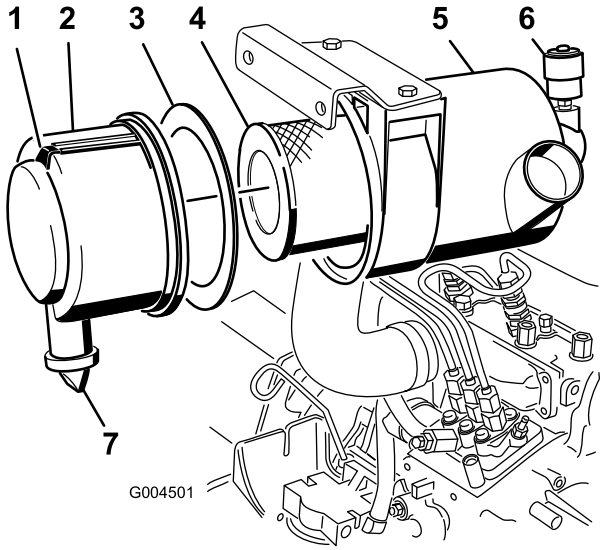

Rysunek 39
2. Serwisuj wkład filtra powietrza, gdy wskaźnik filtra powietrza (Rysunek 39) zaświeci się na czerwono lub co 400 godzin (częściej w warunkach nadmiernego zapylenia lub zanieczyszczenia). Nie należy zbyt często serwisować wkładu filtra powietrza.
1. Pociągnij zaczep w kierunku na zewnątrz i obróć pokrywę filtra powietrza w lewo (Rysunek 39).
2. Zdejmij pokrywę z obudowy filtra powietrza (Rysunek 39).
4. Wymień wkład filtra (Rysunek 39).
6. Upewnij się, że uszczelka piankowa jest na miejscu w pokrywie i że nie jest przerwana ani uszkodzona (Rysunek 39).
A. Zdejmij gumowy zawór wylotowy z pokrywy (Rysunek 39).
10. Wyzeruj wskaźnik (Rysunek 39), jeśli świeci się na czerwono.